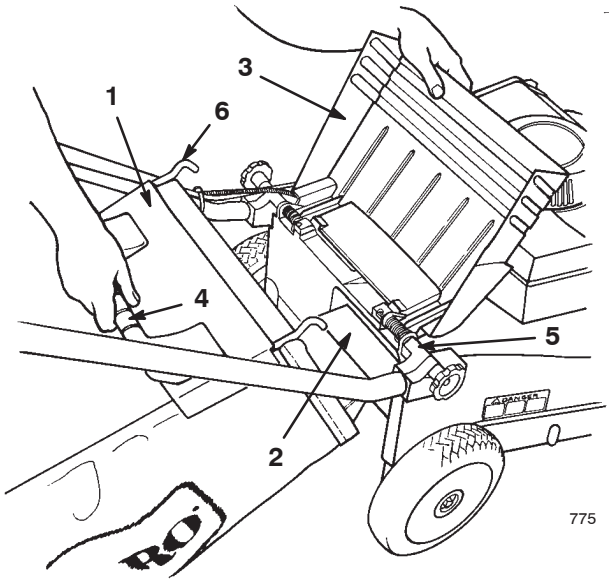

Bild 13
2. Heben Sie die Auswurfklappe an, schieben Sie die Korbrampe am Grasfangkorb in die Auswurföffnung und haken Sie den Korbrahmen in das gerundete Teil der Befestigungshalterungen ein (Bild 13).